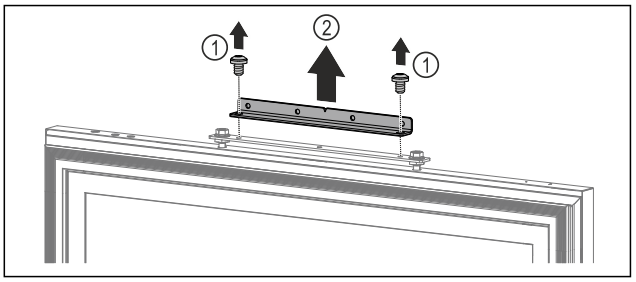

Fig. 75
▶ Îndepărtați șuruburile. *Fig. 75 (1)*
▶ Îndepărtați vinclul de montaj. *Fig. 75 (2)*